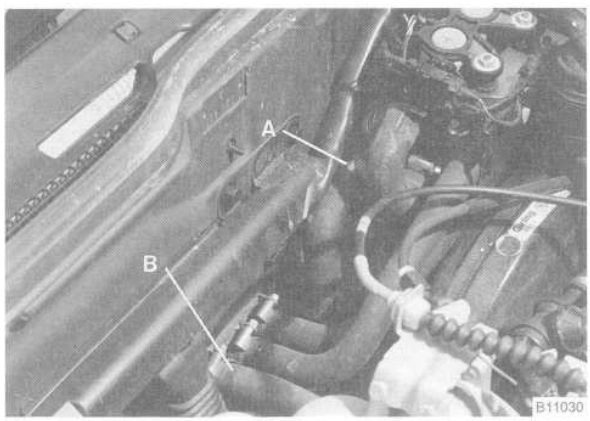

Fig. 24. Heater hoses at heater valve (**A**) and heater core (**B**).
8. Disconnect the heater hoses from the heater valve and heater core. See Fig. 24.